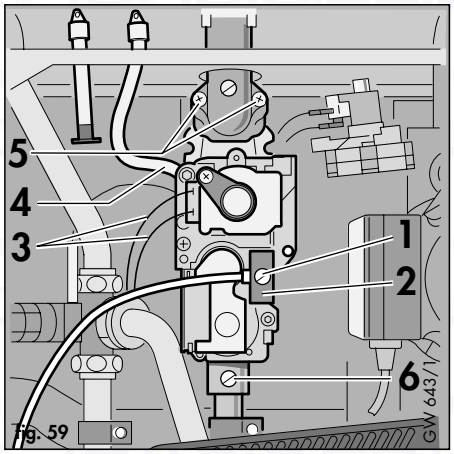

fig. 59
- Loosen screw (1, fig. 59) and pull off rectifier plug (2, fig. 59) from the gas operator.
- Pull off modulating coil wires (3, fig. 59).
- Disconnect air tube from gas operator (4, fig. 59).
- Remove two screws (5, fig. 59) at burner inlet connection.
- Remove screw (6, fig. 59) from gas valve inlet connection.